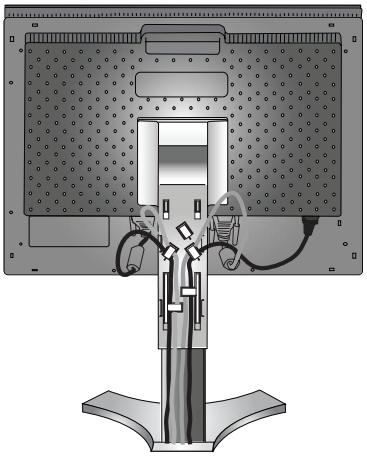

Figura C.3
Coloque el cable DVI y el mini D-SUB de 15 clavijas/DVI-A en los corchetes, como se indica (**figura C.3**).
6. Asegúrese de que todos los cables quedan bien alineados con el soporte en toda su extensión (**figura C.3**).